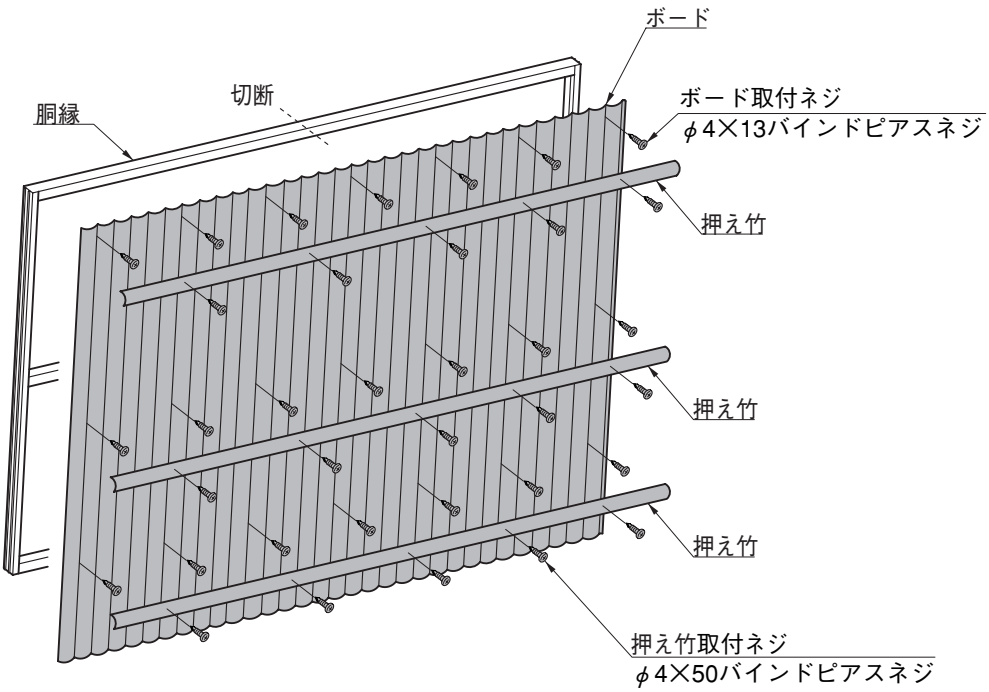

図2-1
❶「押え竹取付ネジ」をはずし、押え竹を取り外してください。（図2-1参照）
❷「ボード取付ネジ」をはずし、ボードを取り外してください。（図2-1参照）